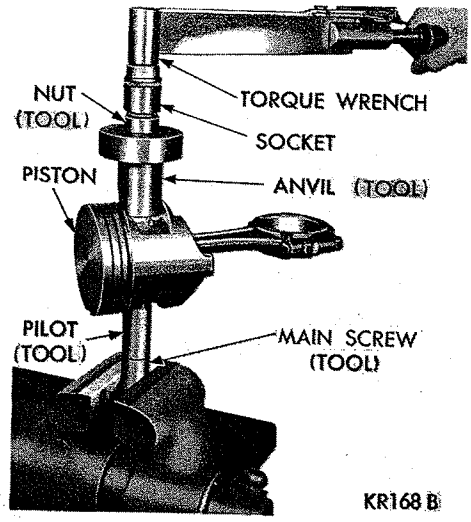

***Fig. 46—Testing Fit of Piston Pin in Connecting Rod Tool C-3684***
(11) Place assembly in a vise (Fig. 46).
(12) Attach torque wrench to nut and tighten up to 15 foot-pounds. If the connecting rod moves downward on piston pin, reject this connecting rod and piston pin combination. Obtain a connecting rod with proper small end bore diameter and repeat the installation and tightening procedure.
(13) If connecting rod does not move under 15 foot-pounds, piston pin and connecting rod interference is satisfactory, remove tool.